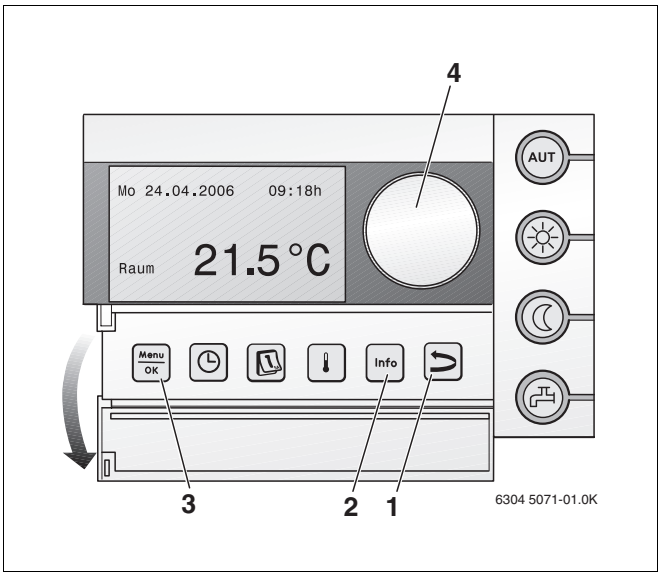

Bild 43 Bedieneinheit RC35
- Tasten „Menu/OK“, „Info“ und „Zurück“ (Bild 43, **Pos. 3**, **2**, **1**) gleichzeitig drücken, um das Menü „SERVICEMENÜ“ zu öffnen.
- Drehknopf (Bild 43, **Pos. 4**) nach links drehen, bis „Diagnose“ ausgewählt ist (mit ▶ markiert).
- Drehknopf (Bild 43, **Pos. 4**) nach links drehen, bis „Monitorwert“ ausgewählt ist (mit ▶ markiert).
- Drehknopf (Bild 43, **Pos. 4**) nach links drehen, bis „Flammenstrom“ angezeigt wird.